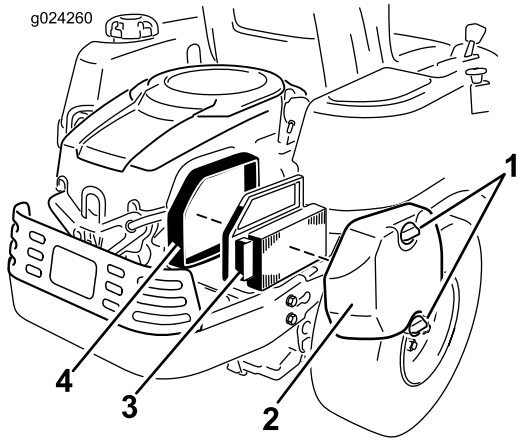

Figur 34
1. Avlägsna luftrenarkåpan (Figur 34).
2. Ta bort luftrenarinsatsen med gummitätningen (Figur 34).
5. Montera luftrenarelementet med den veckade sidan vänd utåt, och sätt gummitätningen på luftrenarbasens kanter (Figur 34).
6. Sätt tillbaka luftrenarkåpan och dra åt den med de två vreden (Figur 34).